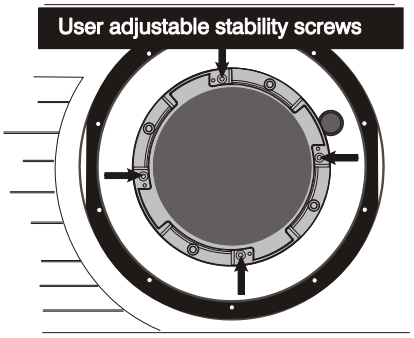
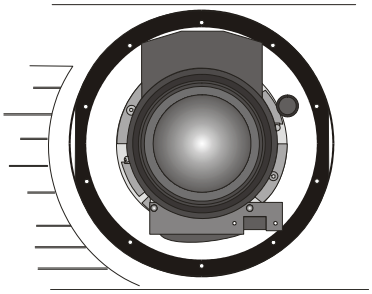

***Figure 4.13. Adjustable Screws on Retaining Ring***
***Figure 4.14. View with Zoom Lens Installed***
- ***Secure stability screws (optional):*** For added stability, secure the adjustment screws provided on the lens-retaining ring (see Figure 4.13). If you have installed a large zoom lens, one or more of the screws may be inaccessible—simply tighten those that are accessible (Figure 4.14).